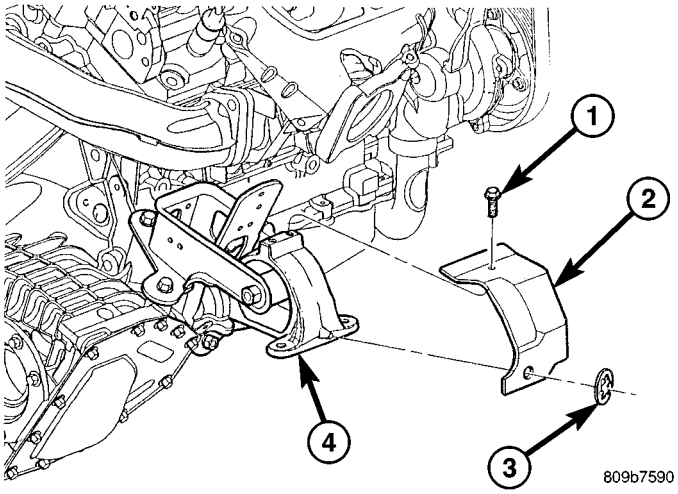

Fig. 82 Rear Mount Heat Shield
(1) Raise vehicle on hoist.
(2) Remove the rear mount heat shield (Fig. 82).
(4) Install the rear mount heat shield (Fig. 82).
(5) Lower vehicle on hoist.